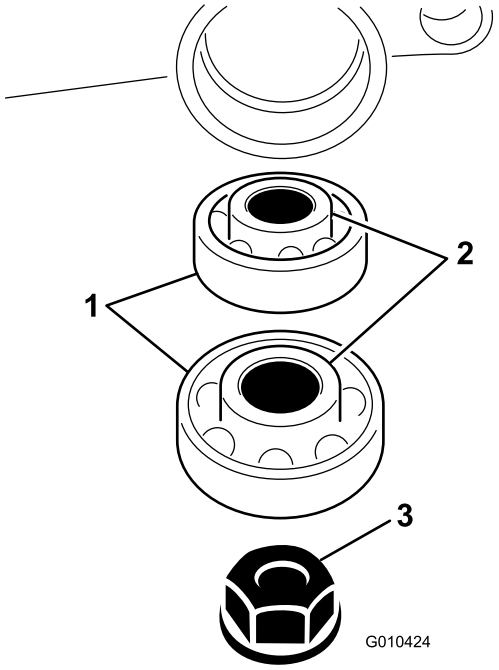

Figura 10
10. Inserite i cuscinetti sull'albero grooming nell'alloggiamento del groomer (Figura 10).
11. Fissate l'albero grooming al gruppo dell'alloggiamento del groomer con un dado (3/8 poll.) come mostrato nella Figura 10.